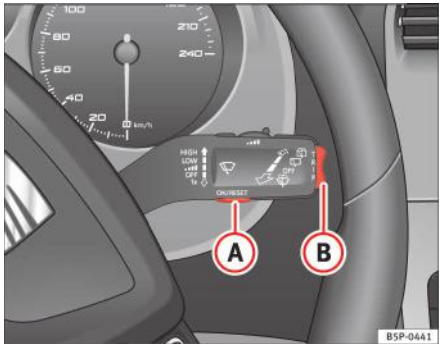
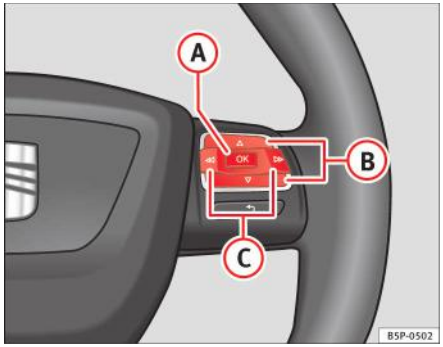

Fig. 44 Maneta ştergătoarelor de parbriz: butonul A pentru confirmarea selectării meniului şi comutatorul basculant B pentru schimbarea meniului
Fig. 45 Comenzile de pe volan: butonul A pentru confirmarea selectării meniului şi comutatorul B pentru schimbarea meniului
– Apăsați butonul (A) de pe maneta ştergătoarelor de parbriz. Meniul **Configuration (Configurare)** este accesat.
– Pentru accesarea meniului “Configurare”, apăsați butonul (C) ⇒ pagina 70, fig. 45 până la afişarea meniului. Acum vă aflați în acest meniu.
– Selectați opțiunea **Pneurile de iarnă** utilizând comutatorul (B).
– Apăsați butonul (A). Meniul **Pneurile de iarnă** este accesat.
– Utilizați butonul (B) pentru selectarea opțiunii **+10 km/h** sau **-10 km/h** şi apăsați butonul (B) pentru a creşte sau a reduce viteza setată.
– Utilizați comutatorul (B) pentru selectarea opțiunii **On/Off (activare/ dezactivare)** şi apăsați butonul pentru activarea sau dezactivarea avertizării referitoare la viteză. Dacă avertizarea referitoare la limita de viteză este dezactivată, vor fi afişate trei linii **---**
– Pentru a comuta între memorii, apăsați scurt butonul A ⇒ pagina 70, fig. 44 ⇒ pagina 70 de pe maneta ștergătoarelor de parbriz sau butonul OK de pe maneta multifuncțională ⇒ pagina 70, fig. 45 ⇒ pagina 70 în timp ce contactul este pus.
Următoarele date pot fi vizualizate pe afișajul multifuncțional cu ajutorul comutatorului basculant (B) ⇒ pagina 70, fig. 44 ⇒ pagina 70 de pe maneta ștergătoarelor de parbriz sau prin apăsarea butonului [△] sau [▽] ⇒ pagina 70, fig. 45 de pe volanul multifuncțional*.